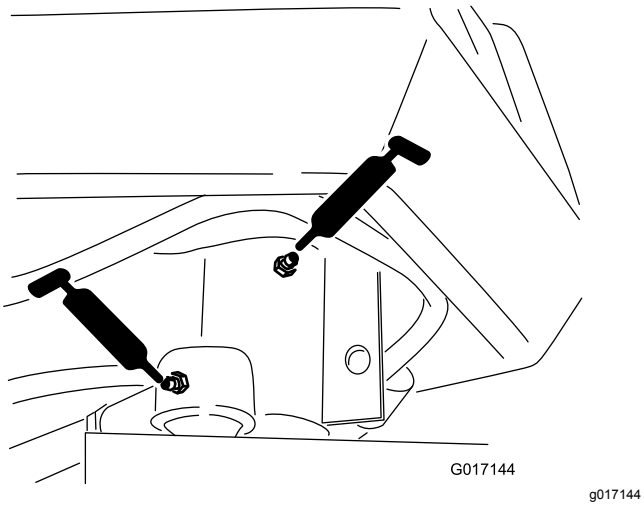

Figuur 37
- Stuurvorkas (1) (Figuur 37)
- Uiteinde van stuurcilinderstang (Figuur 37)